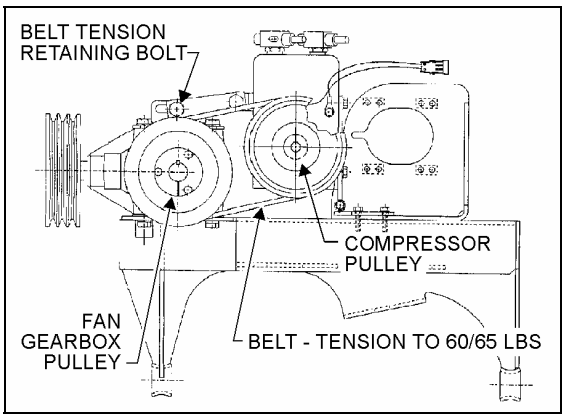

FIGURE 26: A/C COMPRESSOR (DRIVER'S OR AUXILIARY SYSTEM) 05018A
4. Tighten belt to 60/65 lbf•in (6,5/7 N•m) (Fig. 26), using a belt tension gauge, as per *"Instruction Sheet IS94056"*, then tighten tension retaining bolt.